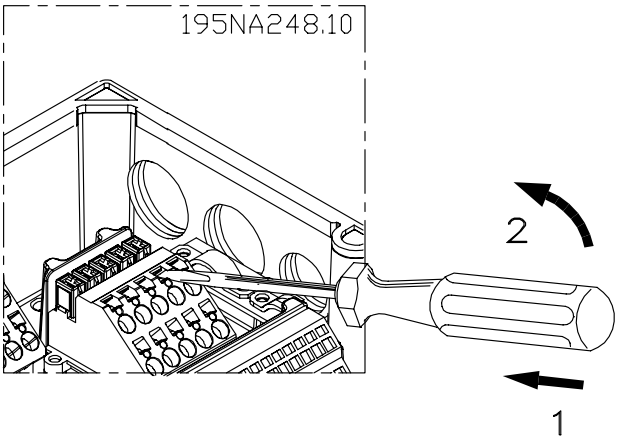

Afbeelding 4.9 De klemmen openen
1. Open het contact door een kleine schroevendraaier in de sleuf boven het contact te steken, zoals aangegeven in *Afbeelding 4.9*.